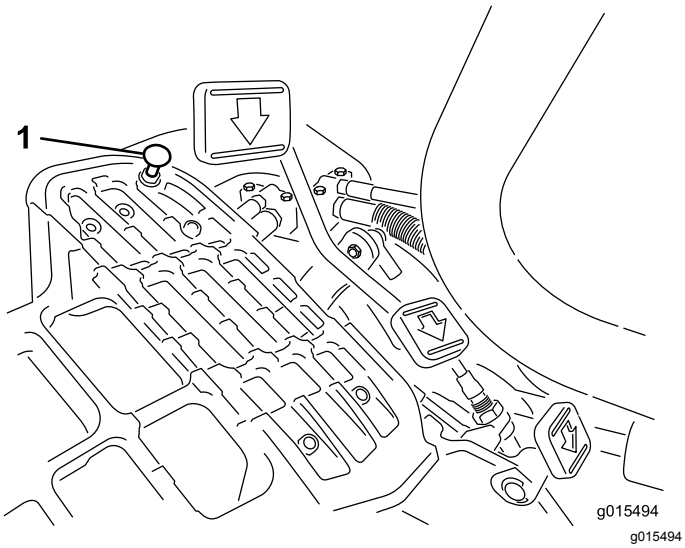

Figur 36
1. Sæt funktionsbevægelseshåndtaget i TRANSPORT-positionen, og løsn den låsemøtrik, der holder pedalstoppet på gulvpladen (Figur 36).